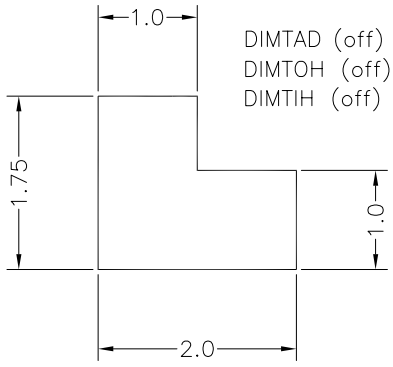
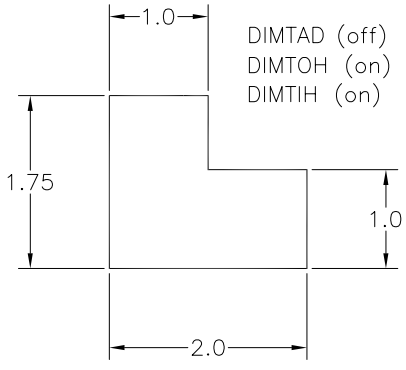
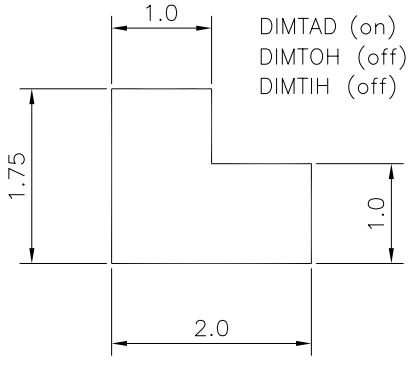

Figure 35-30 *Dimension text aligned with the dimension line*
Figure 35-31 *Dimension text horizontal*
Figure 35-32 *Dimension text above the dimension line*
7. If you decide to have the dimension text aligned with the dimension line, then the entire dimension text in the drawing must be aligned (Figure 35-30). Similarly, if you decide to have the dimension text horizontal or above the dimension line, then to maintain uniformity in the drawing, the entire dimension text must be horizontal (Figure 35-31) or above the dimension line (Figure 35-32).